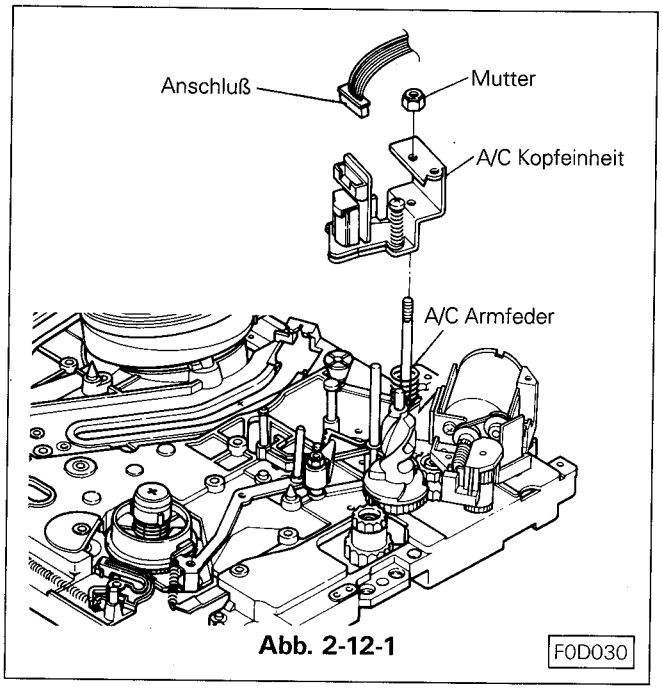

Abb. 2-12-1 F0D030
2-12-1 Ausbau (siehe Abb. 2-12-1)
C. Die Kopfeinheit auf dem Schacht aufstezen während die A/C Haltearmfeder ca. 60 nach rechts gedrückt wurde. (Siehe Abb. 2-12-1)
E. Stecker auf der A/C Platine aufstecken. Siehe Abb. 2-12-1.